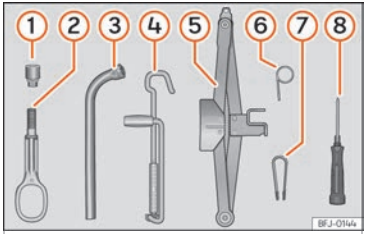

Fig. 72 En el maletero, bajo la cubierta de la superficie de carga: herramientas de a bordo.
- Encaje la pinza de plástico (herramienta de a bordo ››› fig. 72 ⑦) sobre el capuchón hasta que encastre ››› fig. 73.
del mango del destornillador ››› fig. 72 y depósitelos sobre una base limpia.